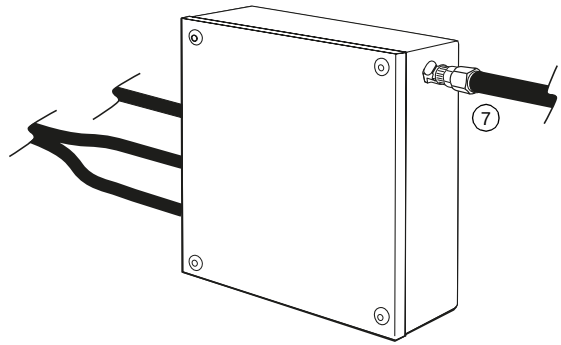

Abbildung 6-20. Anschließen der AutoClamp-Druckluftleitung am Schnittstellenmodul
7. Schließen Sie das andere Ende der AutoClamp-Druckluftleitung am Druckluftanschluss des Schnittstellenmoduls an (Abbildung 6-20).